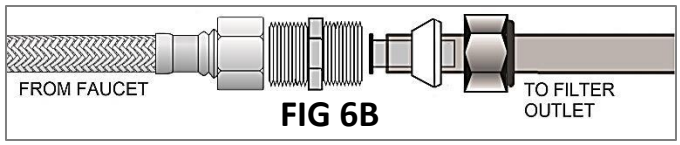

FIG 6B
17. If your faucet was connected to the supply valve with a steel braided hose, then connect the hose to the outlet tube using the 3/8" union as shown in fig 6B